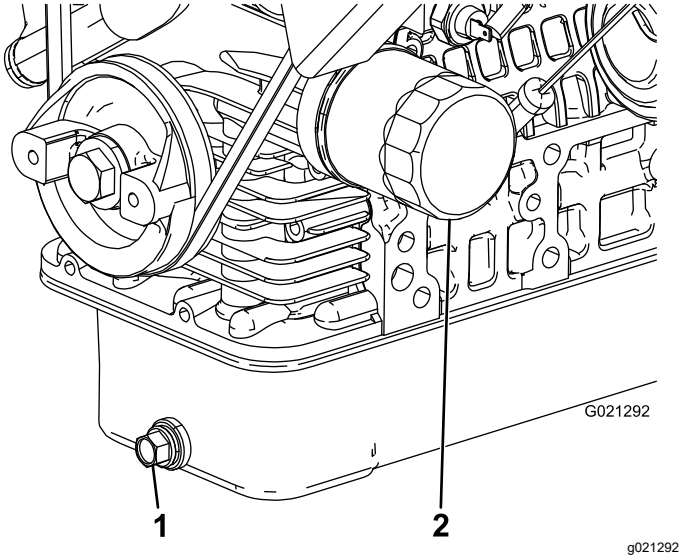

Figur 45
2. Fjern aftapningsproppen, og lad olien flyde over i aftapningsbeholderen (Figur 45).
4. Fjern oliefilteret (Figur 45).